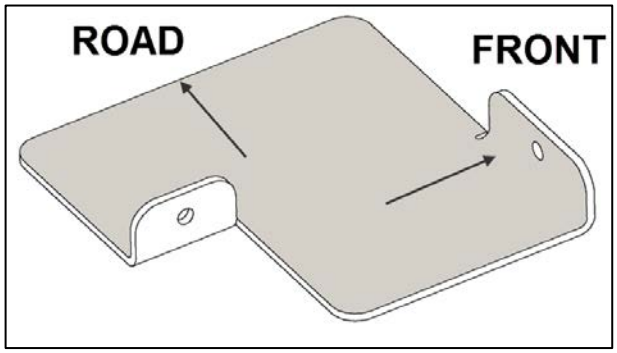

**FIGURE 4**
4. Install the upper post support #**270052**. Refer to Figure 4 for bracket orientation.